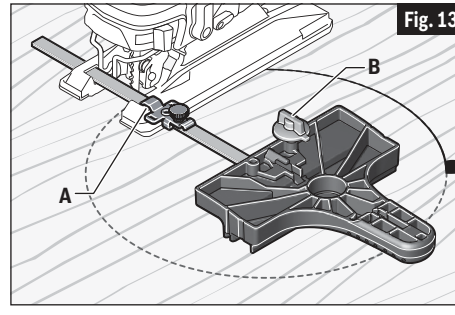

Fig. 13
4. Insérez la barre du guide à travers une bride de fixation, puis à travers les trous pratiqués dans le pied, depuis n'importe quel côté du pied, (Fig. 13). (Si possible, placez la deuxième bride de fixation sur la barre depuis le côté opposé de la scie sauteuse.)